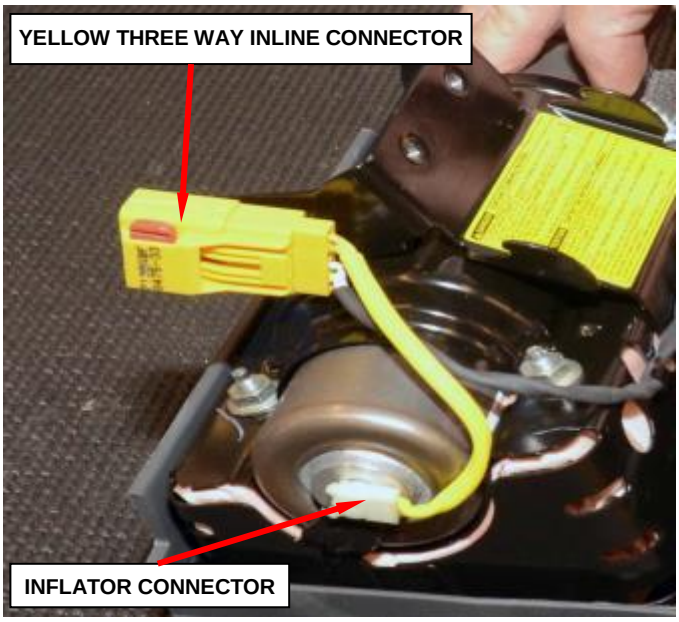

Figure 86 – Inflator Connectors
c. Disconnect the single yellow wire inflator connector from the end of the inflator using pliers (Figure 86).
d. Remove the yellow three way inline connector from the housing bracket (Figure 86).
j. Install the yellow three way inline connector to the housing bracket (Figure 86).
k. Connect the single yellow wire inflator connector to the end of the inflator after removing the protective tape from the end of the inflator (Figure 86).